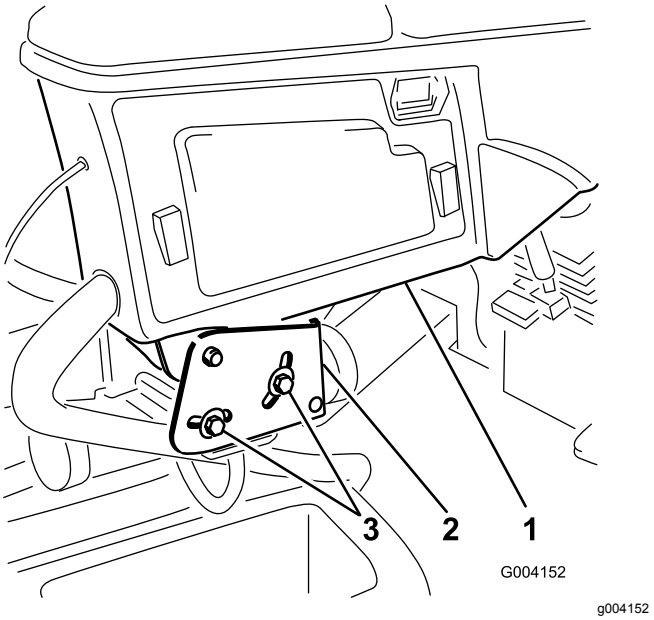

Figur 3
1. Lossa de två bultar som håller fast reglagearmen på fästkonsolen (Figur 3).